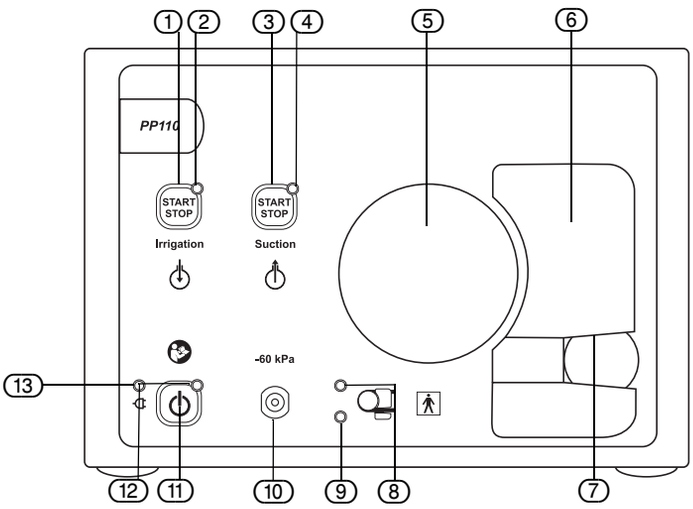

Рис. 5-1 Передняя сторона прибора
1. Нажмите кнопку ВКЛ/ВЫКЛ (см. Рис. 5-1 "Передняя сторона прибора" (11))
2. Отсоедините прибор от сети питания. Для этого выньте вилку из электрической розетки (см. 5.2 "Задняя стенка прибора" (17)).